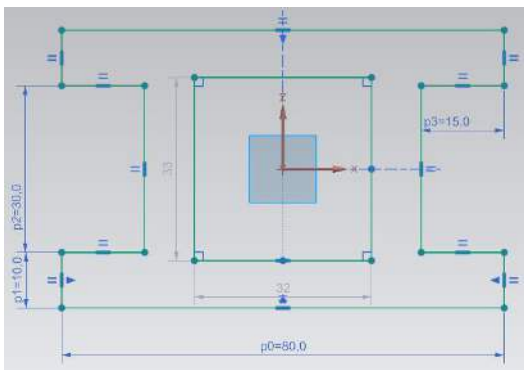

Figure 3-27 *The sketch after drawing the inner loop and turning on the display of constraints*
5. Move the cursor vertically upward and click to specify the third point; the rectangle is created, refer to Figure 3-27. Press Esc to exit the tool.